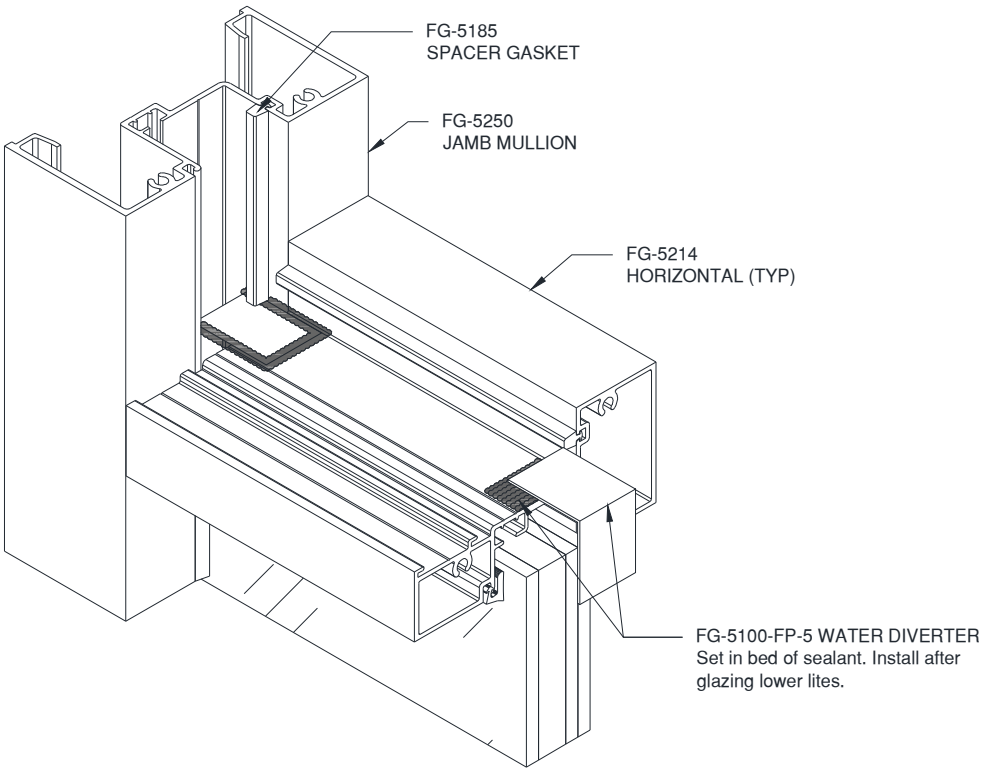

Figure 18: Installation of Water Diverters
13.1.3 Install FG-5185 Spacer Gasket around the opening. Vertical gasket runs through to Water Diverter. Reference *Figure 18* for Spacer Gasket corner detail.